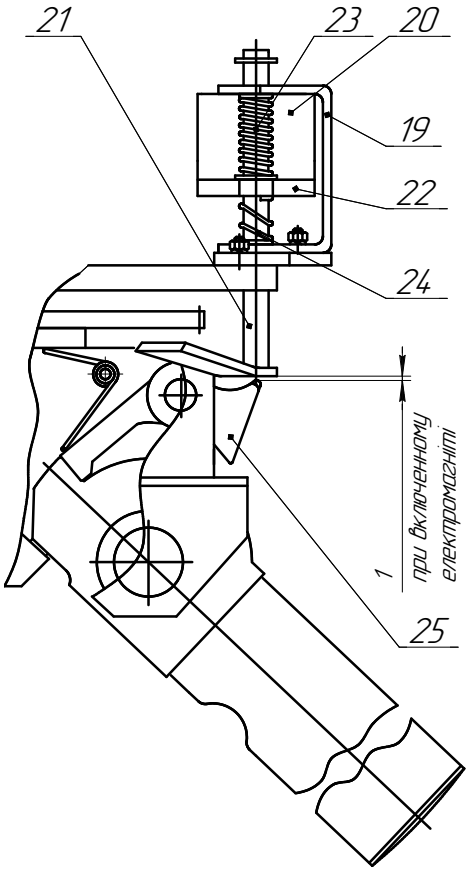

Рис.5
Пристрій «Антипаніка» (див. рис. 5) складається з каркаса (19) із закріпленим на ньому електромагнітом (20), штовхача (21), якоря (22) і пружин (23 і 24). Штовхач являє собою П-подібну рамку, що складається з двох направляючих і опору. Направляючі штовхача проходять через отвори каркаса і якоря, забезпечуючи тим самим можливість поступаючого переміщення штовхача і якоря щодо електромагніту і один щодо одного. Необхідні динамічні характеристики відносного руху забезпечуються поворотними і компенсуючими пружинами. Діапазони переміщень штовхача щодо каркаса і якоря щодо штовхача обмежуються упорними шайбами.